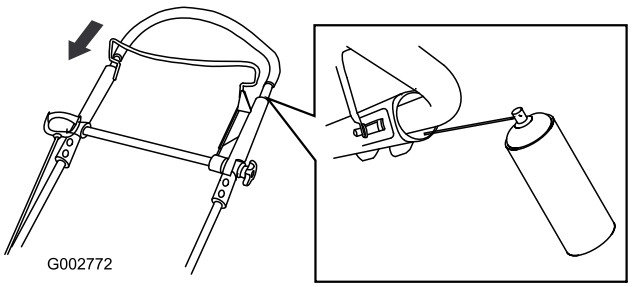

Figur 35
2. Skyv det øvre håndtaket helt ned og spray den indre plastikkoverflaten på det ytre håndtaket (Figur 35).